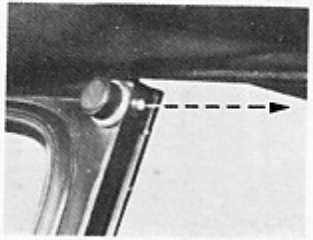

Fig. 32 - Smontaggio del tetto
- Fare scorrere l'insieme (cappotta avvolta e bocchetta di fissaggio) a sinistra e a destra (fig. 32) fino al disimpegno completo della parte superiore del parabrezza.